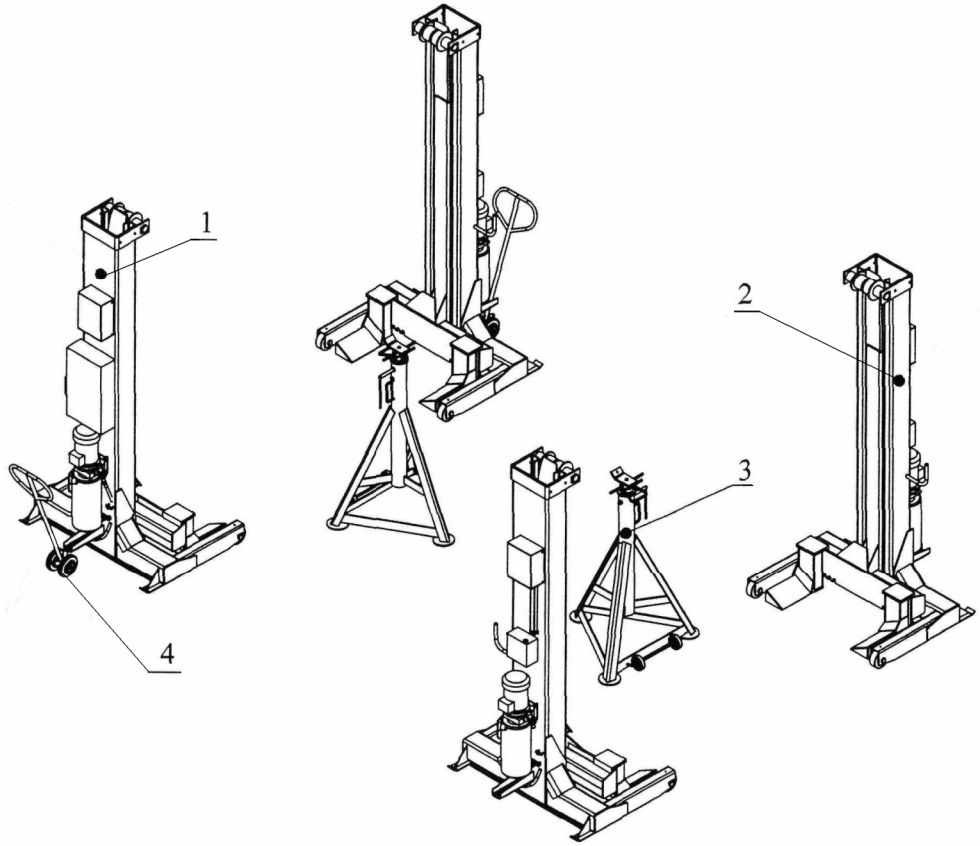

Рис. 1. Подъемник передвижной ПГ - 30
4.1. Подъемник (Рис.1) состоит из одной мастер-стойки со шкафом аппаратным поз.1 и трех исполнительных стоек с постами управления поз.2, соединяемых кабелем электрическим со шкафом управления мастер-стойки, двух подставок поз.3, двух тележек поз.4, служащих для осуществления перемещения стоек.